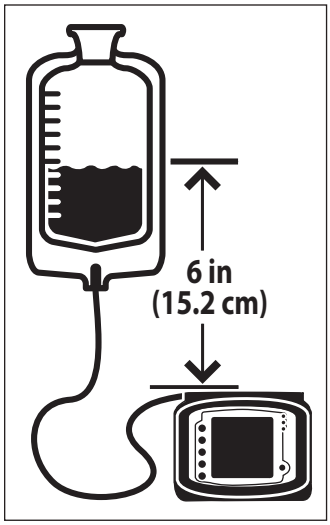

Figur 4B. Korrekt vätskenivå.
4. **Placera pumpsetpåsen så att startvolymen för näringslösningen är 15 cm (6 tum) ovanför pumpen (figur 4B).**
7. **Startvolymen för näringslösningen ska vara 15 cm (6 tum) ovanför pumpen (figur 4B).**